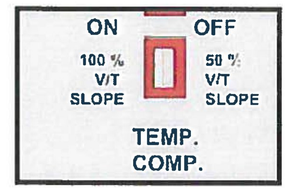

Figure 4. Setting the Temperature Compensation Switch
1. Set the Temp Comp switch (see Figure 4) to the applicable position.